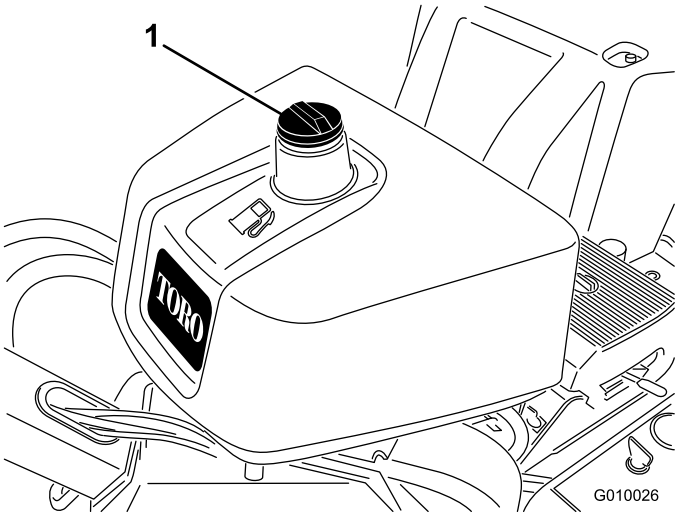

Rysunek 15
2. Oczyść powierzchnię wokół korka wlewu paliwa i zdejmij go (Rysunek 15).